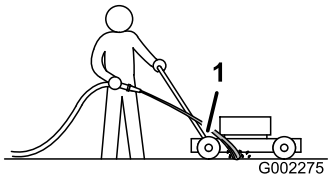

Figuur 35
3. Houd de tuinslang ter hoogte van de handgreep en richt de waterstraal op de grond, net vóór het **rechter** achterwiel (Figuur 35).